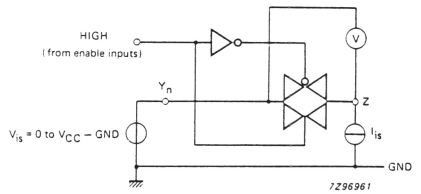

Fig. 7 Test circuit for measuring ON-resistance (R_{ON}).
2. For test circuit measuring R_{ON} see Fig. 7.